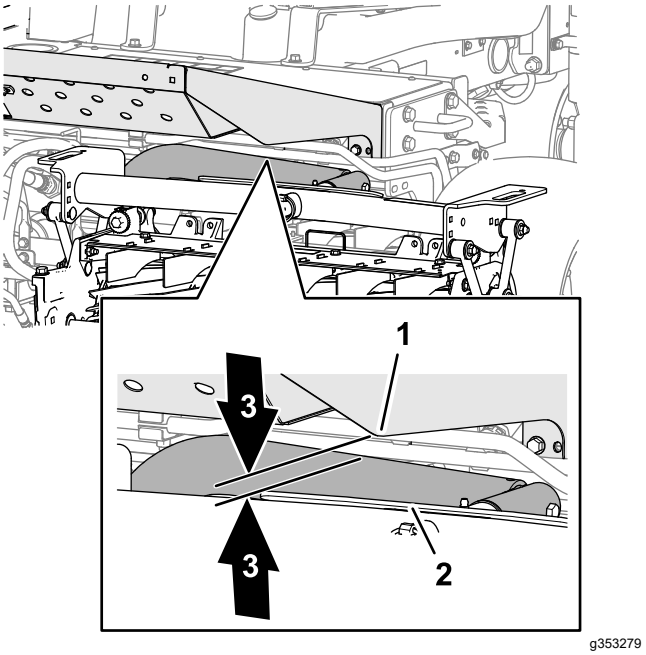

Figuur 26
3. Meet aan de voorste maai-eenheden de afstand tussen de linker hefarm en de beugel van de vloerplaat, en de rechter hefarm en de beugel van de vloerplaat (Figuur 26).